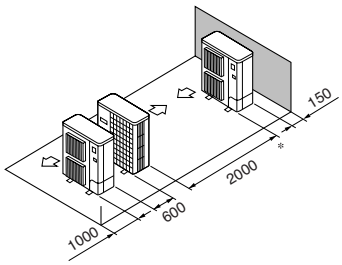

Fig. 3-15
⑤ Einzelanlagen in paralleler Anordnung (Fig. 3-15)